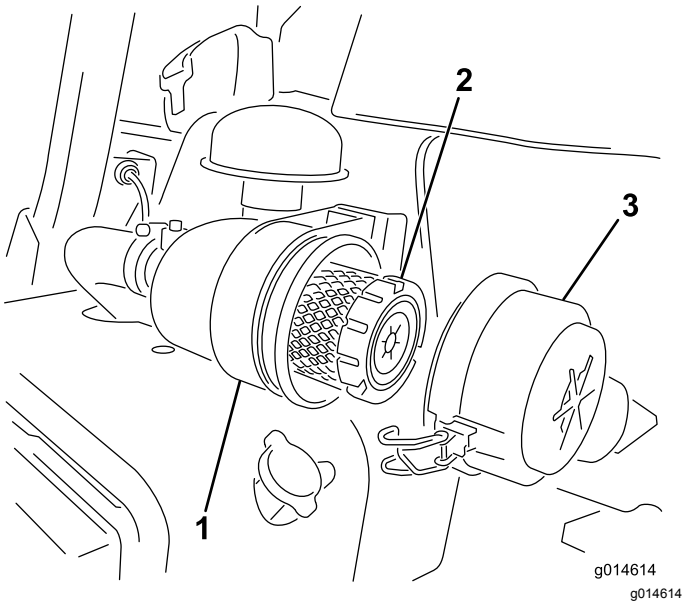

Figur 38
1. Lossa spärrhakarna som fäster luftrenarkåpan på luftrenarhuset (Figur 38).
7. Fäst spärrarna (Figur 38).